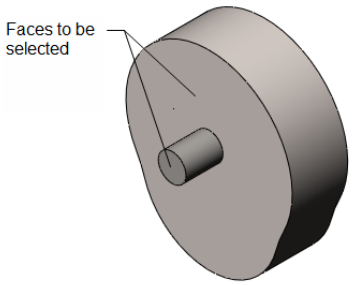

Figure 20-25 *Faces to be selected*
9. Specify the value of distance as **4** in the edit box and press ENTER. Next, select the planar faces of the Pin and Cam, refer to Figure 20-25; the distance mate is applied between the planar faces. Also, a pop-up toolbar is displayed.